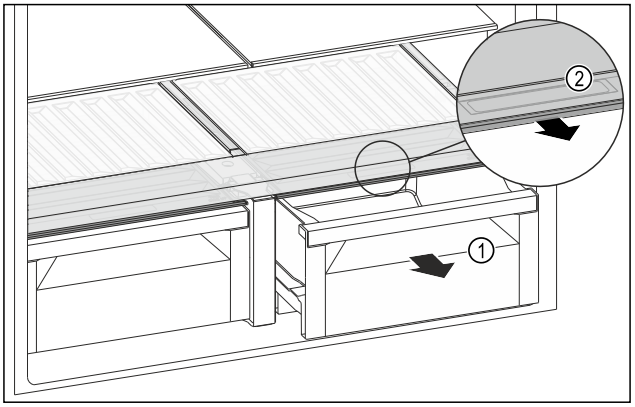

Fig. 141
- ▶ Zásuvku *Fig. 141 (1)* vytáhněte.
- ▶ Uchopte prohlubeň pro rukojeť *Fig. 141 (2)* na víku zásuvky a současně zatáhněte za víko zásuvky směrem dopředu.